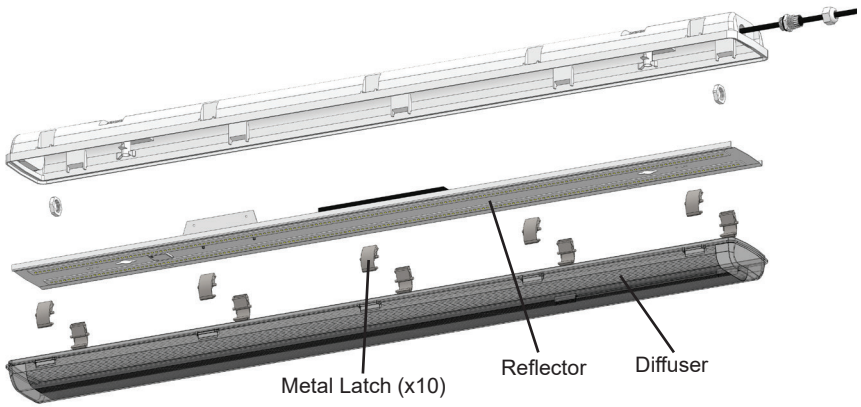

FIG 7
8. Re-attach Diffuser and secure with Metal Latches (x10). (FIG 7)